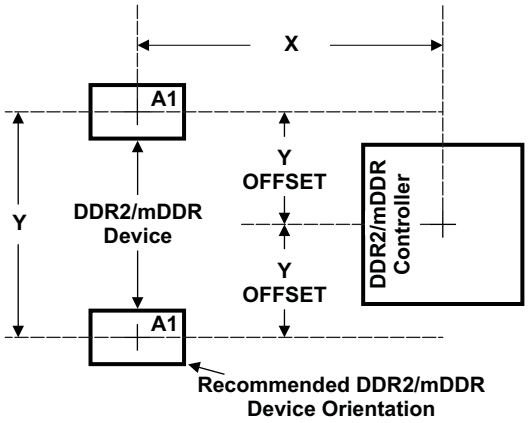

Figure 6-20. C6746 and DDR2/mDDR Device Placement
Figure 6-19 shows the required placement for the device as well as the DDR2/mDDR devices. The dimensions for Figure 6-20 are defined in Table 6-28. The placement does not restrict the side of the PCB that the devices are mounted on. The ultimate purpose of the placement is to limit the maximum trace lengths and allow for proper routing space. For single-memory DDR2/mDDR systems, the second DDR2/mDDR device is omitted from the placement.
(1) See Figure 6-20 for dimension definitions.
(2) Measurements from center of device to center of DDR2/mDDR device.
(3) For single memory systems it is recommended that Y Offset be as small as possible.
(4) Non-DDR2/mDDR signals allowed within DDR2/mDDR keepout region provided they are separated from DDR2/mDDR routing layers by a ground plane.
(5) w = PCB trace width as defined in Table 6-27.